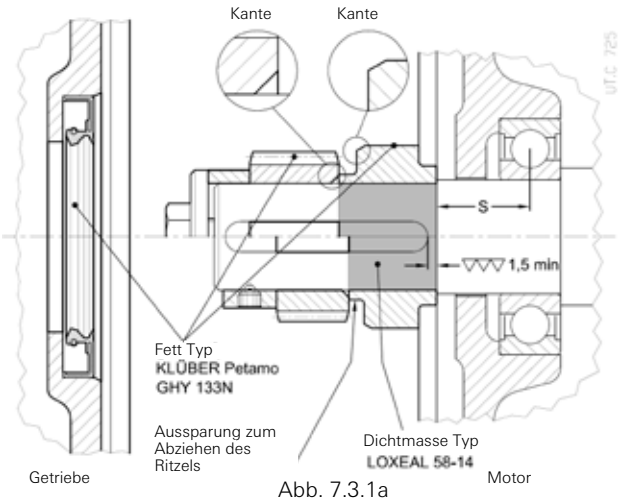
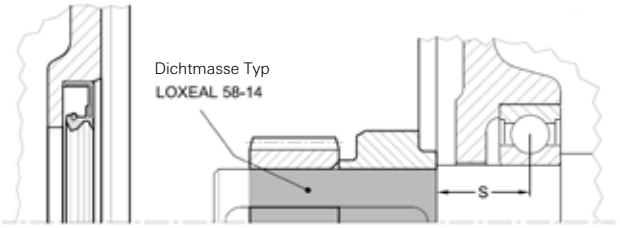

Abb. 7.3.1a
Abb. 7.3.1b
d) das **Axialbefestigungssystem** wenn vorgesehen (kopfseitige Sperrmutter mit Bodenscheibe und Distanzstück und mit einem oder mehreren Dübeln, Abb. 7.3.1a); für die Bedarfsfälle **ohne Axialbefestigung** (Abb. 7.3.1b), mit **Dichtmasse Typ LOXEAL 58-14** auch das Teil der Motorwelle unter dem **Ritzel bestreuen**;